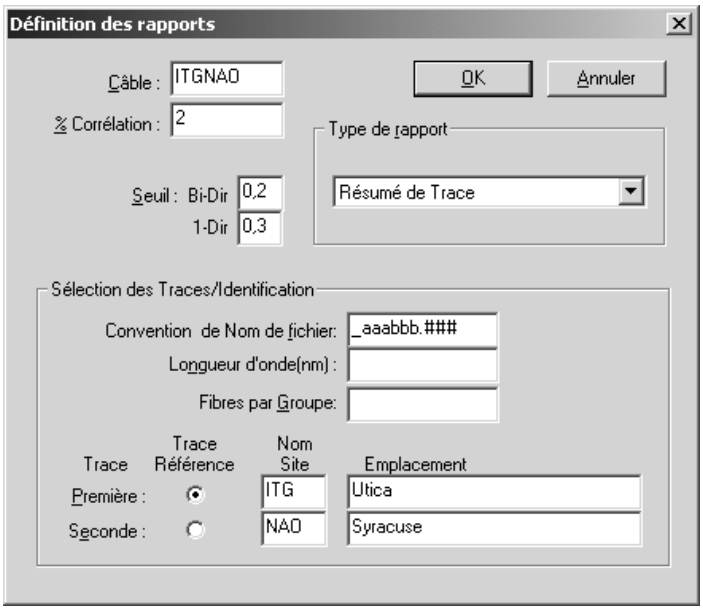

Figure 10-2: Boîte de dialogue Définition des rapports
7. Sélectionnez le bouton Rapport et cliquez ensuite sur OK. La boîte de dialogue Définition des rapports de la Figure 10-2 s'affiche.